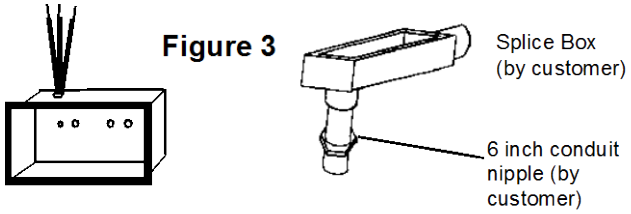

**Figure 3**
1. Remove cover from heater terminal box (Fig. 3) and install 6-inch conduit nipple and splice box (both customer supplied).